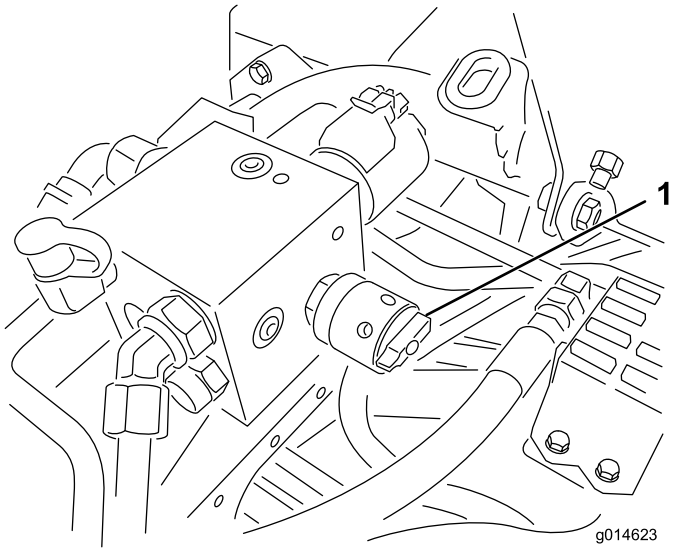

**Figur 36**
4. Ställ in cylinderhastigheten genom att vrida reglaget (Figur 36) tills indikatorpilarna ligger i linje med det nummer som markerar önskad inställning.